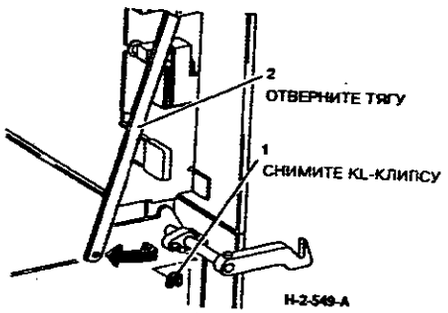

**Рисунок 1. Перемещение рычага фиксатора**
3. (Рисунок 1) Откройте переднюю дверцу и сдвиньте тягу фиксатора.